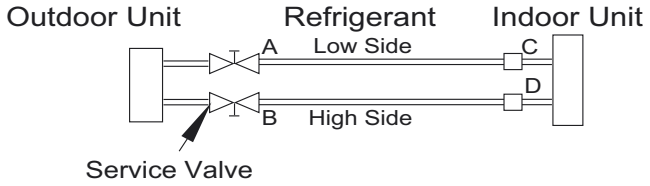

**Fig. 13 —Service Valve**
3. Fully open the low side of manifold gage (see Fig. 13).